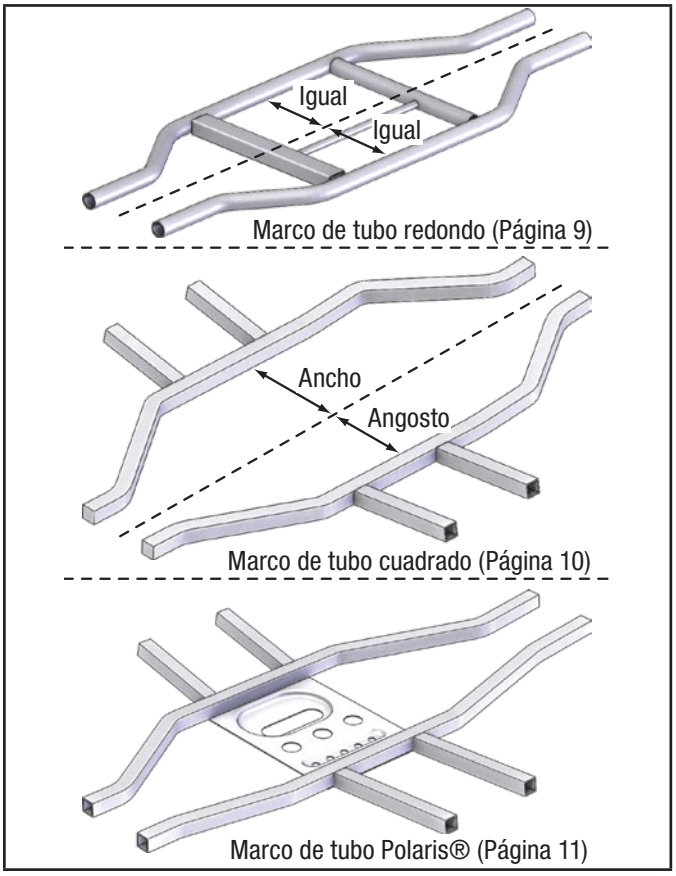

Figura 15 - Tipo de marco de tubo
1. Asegure que cuando instale, el soporte este centrado en su maquina. Unos marcos no están perfectamente centrados como se muestra en la figura 15.